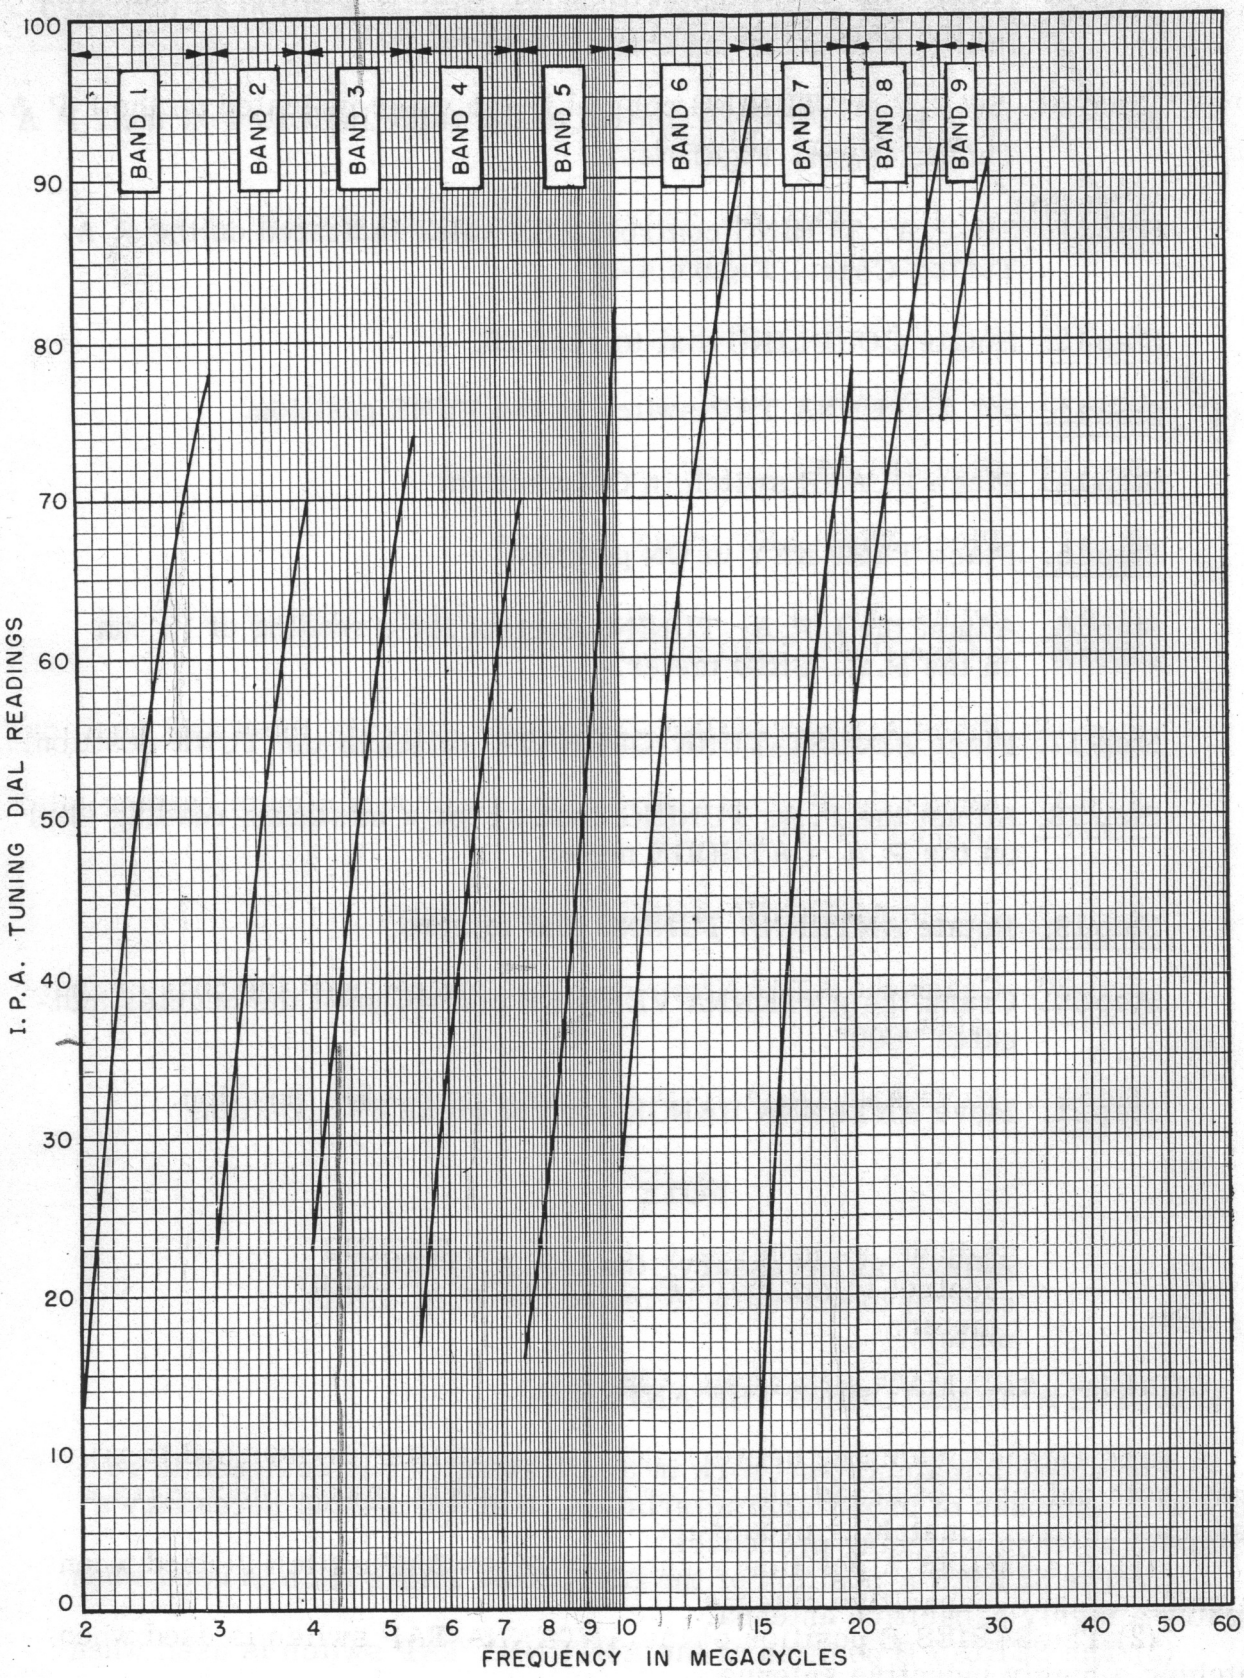

Figure 4-1. IPA Tuning Calibration (Typical)
Step 10. Set I.P.A. TUNING control to the value indicated on the I P A Tuning Chart, Figure 4-1.